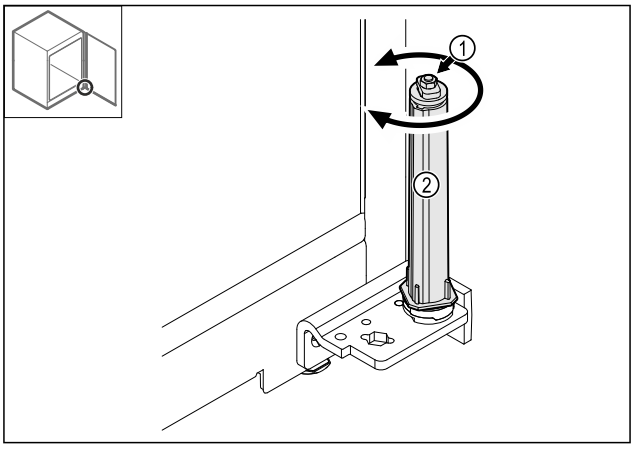

Fig. 40
▶ Schroefverbinding *Fig. 40 (1)* van het sluitsysteem niet demonteren.
▶ Sluitsysteem *Fig. 40 (2)* draaien, tot deze vastklikt.